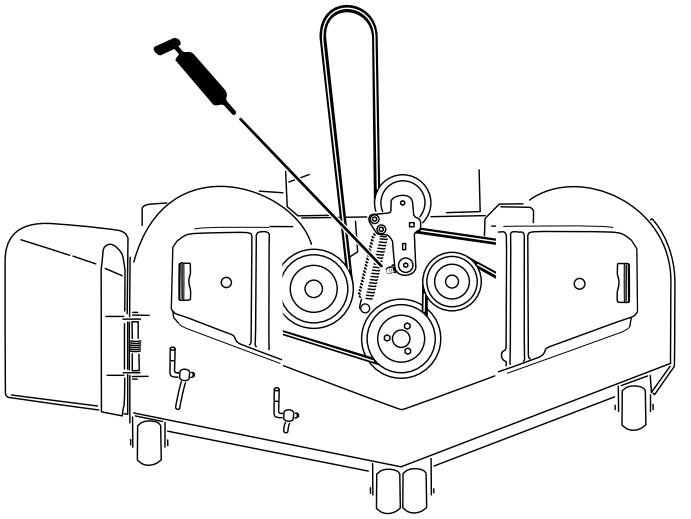
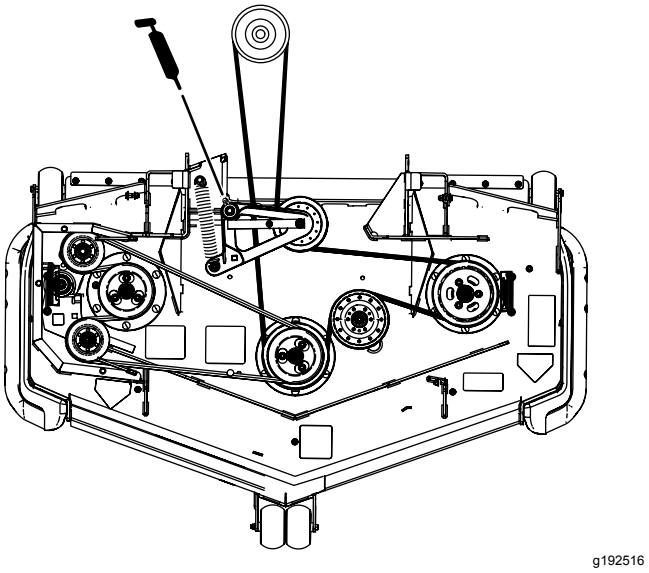

Figure 53
Figure 54
5. Graissez le pivot de la poulie de tension du plateau de coupe jusqu'à ce que la graisse ressorte par le bas (Figure 53 ou Figure 54).